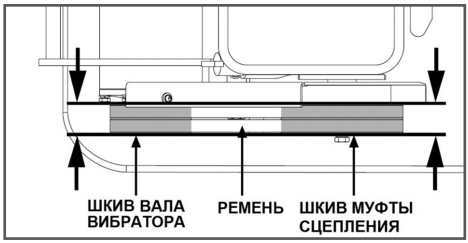

Рис. 27 Проверка плоскости шкивов и ремней
5. Убедитесь, что ремни и шкивы вала вибратора и муфты сцепления находятся в одной плоскости (Рис. 27).
7. Сдвигая двигатель в сторону от вибратора, проверяйте натяжение ремней. При этом нужно контролировать, чтобы ремни и шкивы вала вибратора и муфты сцепления были в одной плоскости (Рис. 27).